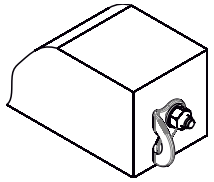
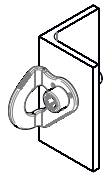

Рис. 4
Рис. 5
2. Установка анкерной точки должна производиться в соответствии с правилами выполнения механических и строительных соединений. Для соединения следует использовать болтовые элементы M12 (для анкерной точки AP180) и M10 (для анкерной точки AP181), изготовленные из нержавеющей стали класса не меньше A2/70. Длину болтов следует подбирать в соответствии с толщиной соединяемых элементов (примеры монтажа – рис. 4 и рис. 5).